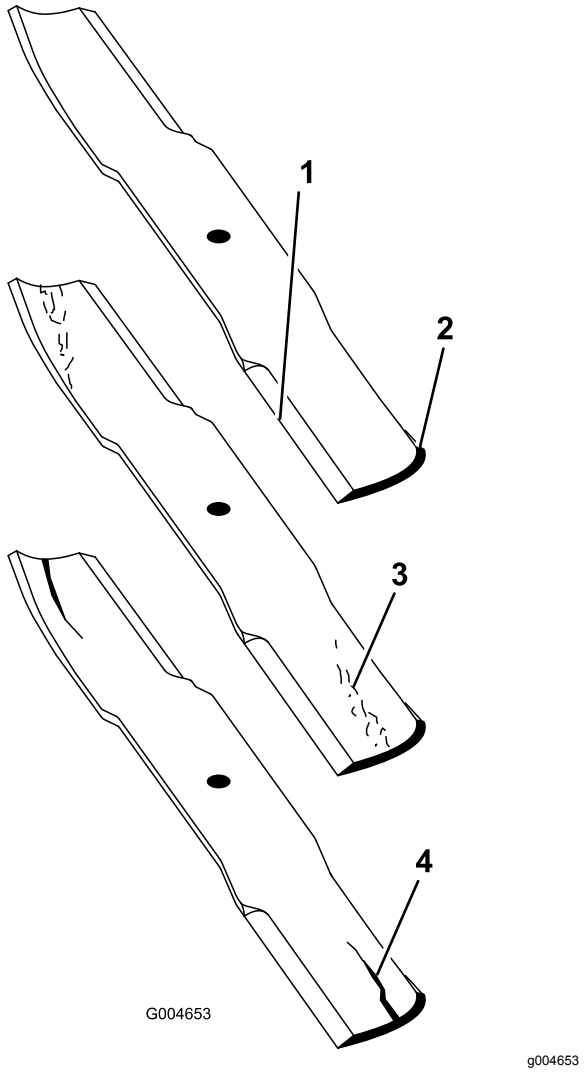

**Figuur 110**
2. Controleer nauwkeurig de uiteinden van het maaimes, in het bijzonder op de plaats waar het platte en het gebogen deel samenkomen (Figuur 110).
**Opmerking:** Omdat het metaal dat het platte en het gebogen deel van het mes verbindt, kan wegslijten door zand en ander schurend materiaal, moet u dit steeds controleren voordat u de maaier gaat gebruiken. Als u een slijtplek ontdekt (Figuur 110), moet u het mes onmiddellijk vervangen.